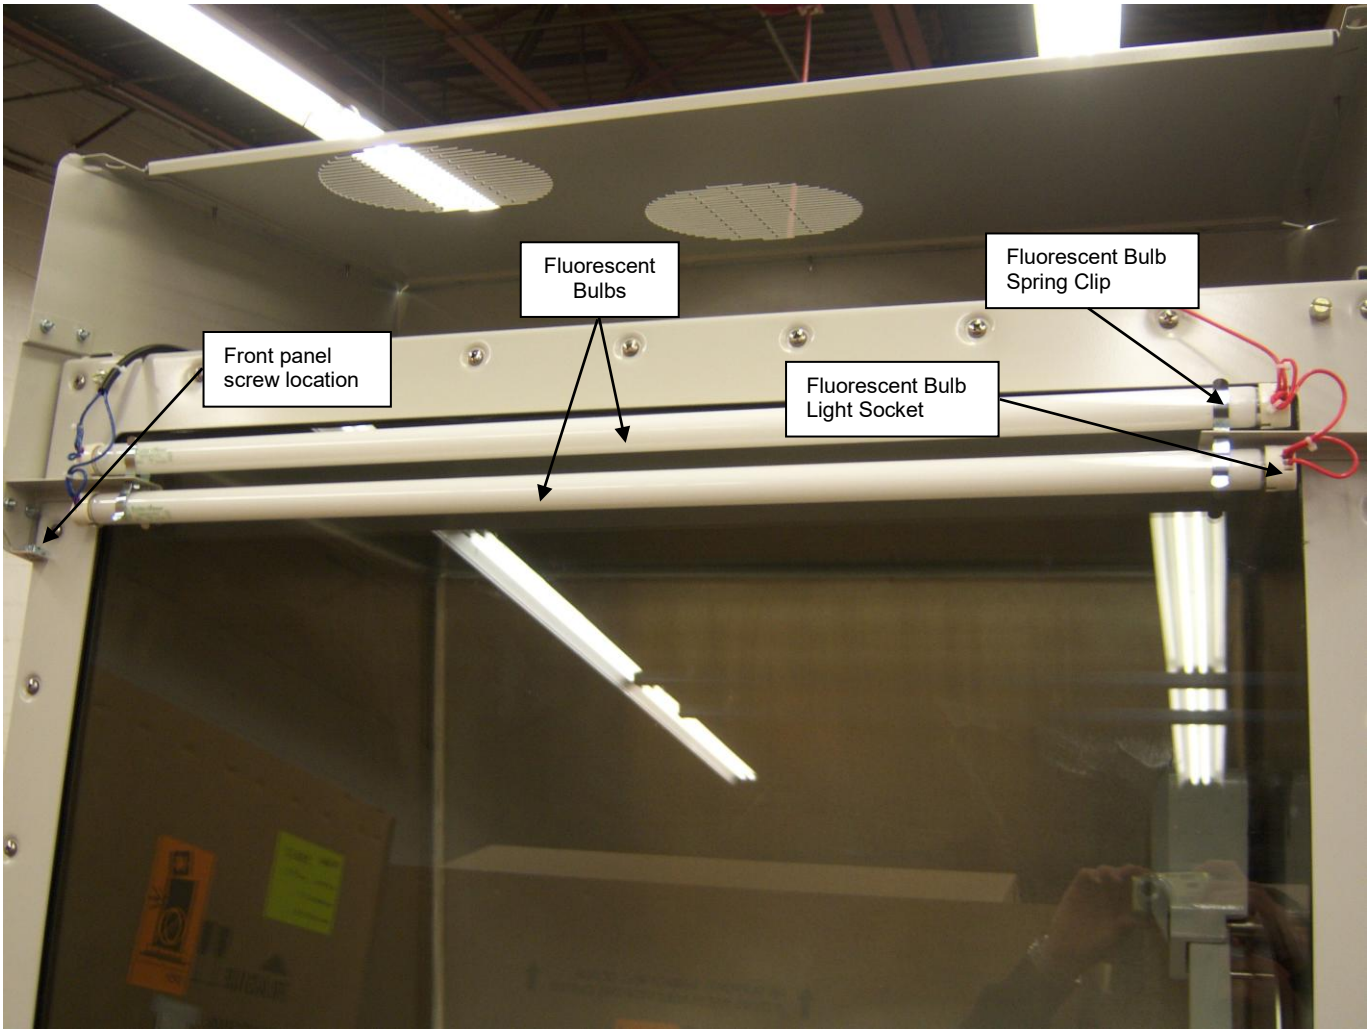

Figure 6-1
1. Disconnect the power. Refer to Figure 6-1 for replacement.